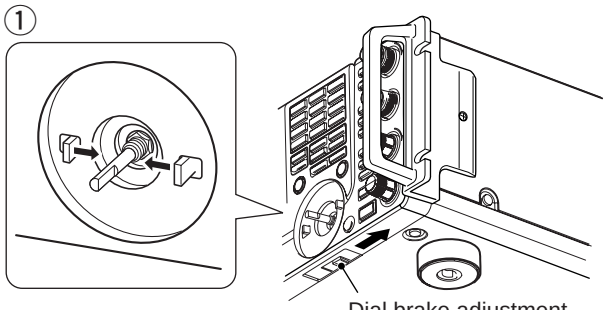

Fig. 1
① Slide the dial brake adjustment to the right position (Fig. 1).